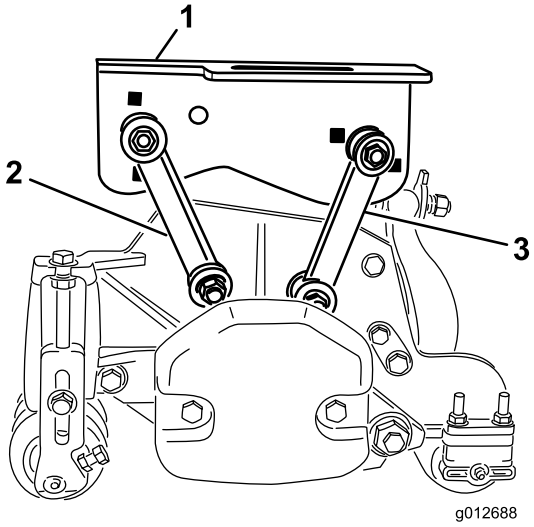

Rysunek 17
- Przedni zaczep przykręcamy śrubami 0,95 x 5,71 cm z podkładkami i nakrętkami do otworów montażowych z przodu ramy i w środkowej części zespołu tnącego jak pokazano na Rysunek 17. Umieść podkładkę z każdej strony zaczepu. Nakrętki dociągnij momentem 42 N·m.
- Tylny zaczep przykręcamy śrubami 0,95 x 5,71 cm z podkładkami i nakrętkami do otworów montażowych z przodu ramy i w środkowej części zespołu tnącego jak pokazano na Rysunek 17. Umieszczamy podkładkę z każdej strony zaczepu. Nakrętki dociągnij momentem 42 N·m.